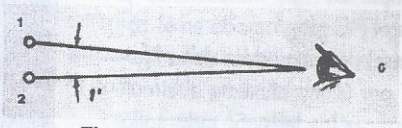

Figura 1 - La agudeza visual.
El parpadeo depende de varios factores, como la inercia visual, la intensidad de iluminación y de los batidos eventuales producidos por diferencias en la frecuencia vertical y la frecuencia de fuentes de luz fluorescente u otras. La ley de Ferry Porter establece que la cantidad mínima de cuadros por segundo es de 48, si se pretende observar una imagen en movimiento sin parpadeo. Como es sabido, en cinematografía se soluciona esto mediante una cantidad de 24 cuadros que son proyectados dos veces cada uno mediante la "cruz de malta" en el proyector. En televisión se usan frecuencias de cuadro mínimas de 50 en países con redes de 50 Hertz y de 60 en países con redes de 60 Hertz. En algunos receptores de TV se está usando ahora también, el modo de 100 Hertz para reducir aún más la posibilidad de parpadeo en condiciones de iluminación elevada y tamaño de pantalla "gigante" (mayor a 29 pulgadas = 74 cm). Este modo es producido en el mismo equipo y parte siempre de la norma aprobada de 50 Hertz. El factor limitante de la agudeza visual es debido a que la imagen en la pantalla del televisor o monitor está compuesta de líneas de barrido que deben confundirse en una superficie lisa y mostrar su estructura geométrica. El ojo humano acepta, como límite de la agudeza visual, un ángulo vertical de 1 minuto de grado; quiere decir el espectador debe encontrarse a tal distancia que el ojo como vértice y dos líneas adyacentes de la pantalla como límites, formen un ángulo no mayor de 1 minuto de grado. En la figura 1 vemos este aspecto.
$D = d/tg\alpha$, donde **D** es la distancia entre espectador y pantalla, **d** es la distancia entre líneas y **α** es el ángulo que vimos en la figura 1. La tangente de este ángulo de 1 minuto de grado es igual a 0,0003. Con estos datos podemos ahora establecer la distancia mínima D en función de las diversas variantes de plataformas y como múltiplo de la diagonal de la pantalla (N). Ver la tabla 1.